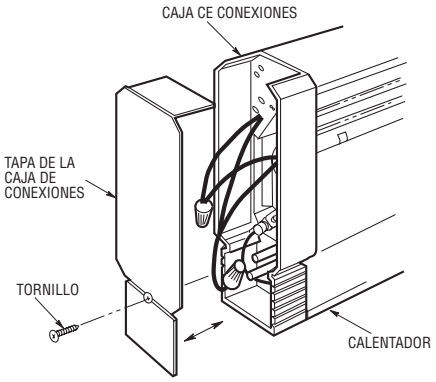

Figura 3. Remoción de la tapa del extremo
3. Quite la caja de conexiones de la derecha o de la izquierda, desenroscando el tornillo en el extremo del calentador y sacando la tapa hacia afuera de la unidad (Figura 3).